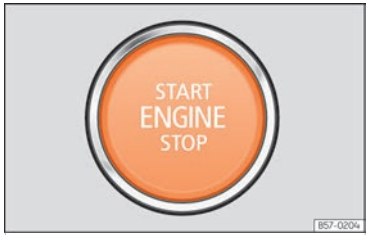

Fig. 85 A la part inferior de la consola central: polsador d'arrencada.
En accedir al vehicle, el polsador d'arrencada ››› fig. 85 parpelleja per cridar la vostra atenció.
- Premeu el polsador d'arrencada ››› fig. 85 sense trepitjar l'accelerador. Perquè el motor arrenqui, ha d'haver una clau vàlida en el vehicle. Després d'arrencar el motor, la il·luminació del polsador START ENGINE STOP canvia a il·luminació fixa per indicar que el motor està arrencat.